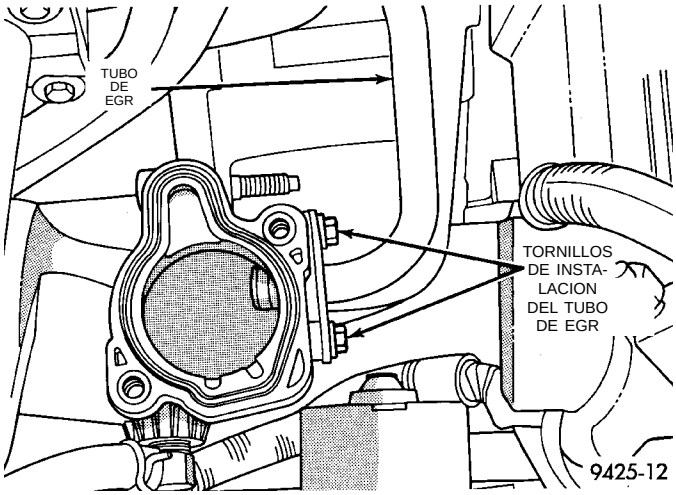

Fig. 6 Pernos prisioneros del tubo de EGR
(1) Retire los tornillos que fijan el tubo de EGR al múltiple de admisión (Fig. 6).
(2) Retire los tornillos del tubo de EGR a la válvula de EGR.